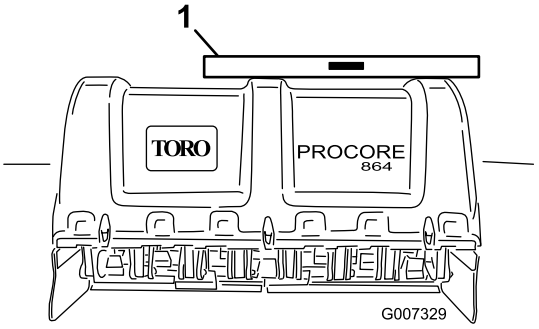

Figur 12
2. Placera ett vattenpass ovanpå luftarens ram för att kontrollera att den är jämnt inställd i sidled (Figur 12).